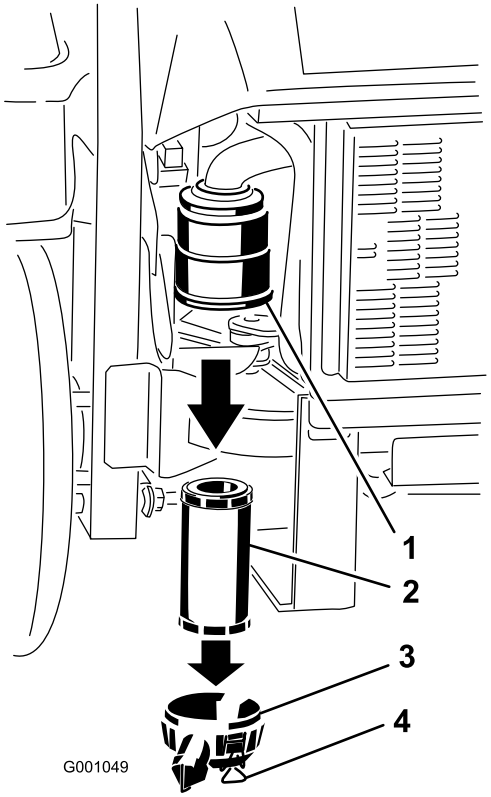

**Figuur 40**
3. Maak de sluitingen op het luchtfilter los en trek het luchtfilterdeksel van de luchtfilterbehuizing (Figuur 40).
5. Schuif het filter voorzichtig uit de luchtfilterbehuizing (Figuur 40). Zorg ervoor dat u niet met het filter tegen de zijkant van de luchtfilterbehuizing stoot.